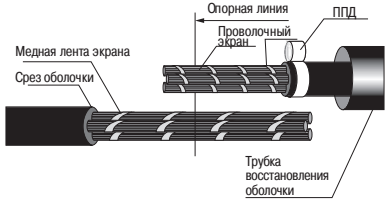

Рисунок 2
4.3 Обмотать поверхность оболочки одного из кабелей полиэтиленовой пленкой от упаковки (на рисунке не показана), надеть трубку восстановления оболочки и сдвинуть вдоль кабеля (рисунок 2). Установить на один виток пружину постоянного давления (далее ППД) поверх наружного покрова кабеля.